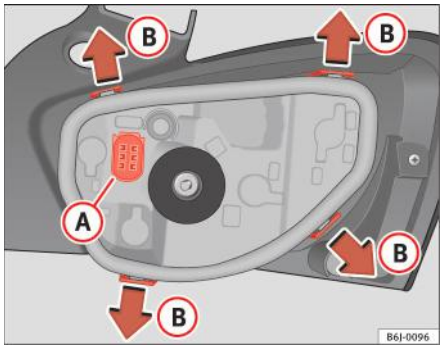

Fig. 144 Înlocuirea becurilor lămpilor spate
– Scoateți soclul becului, separându-l de carcasă. În acest scop, apăsați clemele (B) în sensul săgeților ⇒ pagina 229, fig. 144.